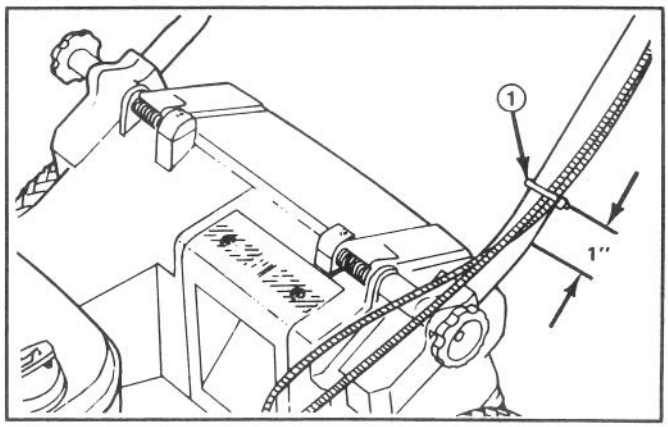

Figur 3
6. Fastgør kablet (kablerne) nederst på venstre styrerør med kabelbånd (fig.3). Kabelbåndene anbringes 25 mm fra bukningen på styregrebet. Den korrekte kabelplacering er vist på figur 3.